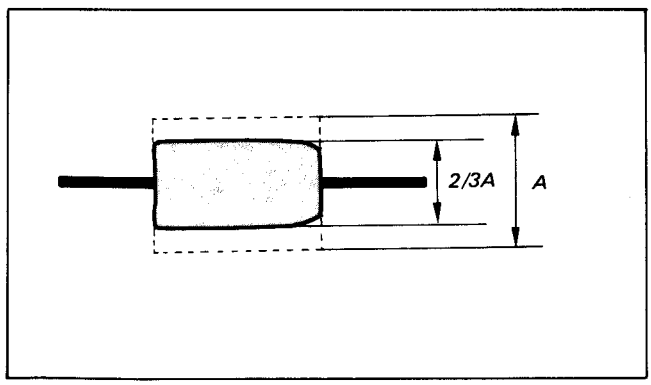

Fig. 2-56
1) Play back the tracking alignment tape. Bring the RF waveform amplitude to 2/3 of the maximum level by turning the track shift knob of the track shift and monitor jig (See Fig. 2-56).